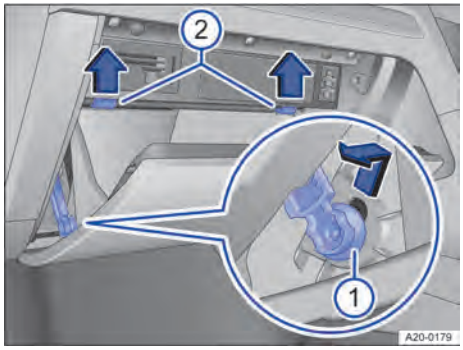

Bilde 182 Sikringsboksdeksel i instrumentpanelet: Høyrestyrt bil, på passasjersiden (eksempel).
1. Åpne hanskerommet, og tøm det om nødvendig → Bilde 182.
2. Skyv bremseelementet opp i åpningen i holderen, og trekk det ut på siden → Bilde 182 ①.
3. Trykk låsetappene opp i pilretningen samtidig som du åpner hanskerommet ytterligere → Bilde 182 ②.
3. Trykk hanskerommet forsiktig forover og forbi motstanden i låsetappene → Bilde 182 ②. ◁